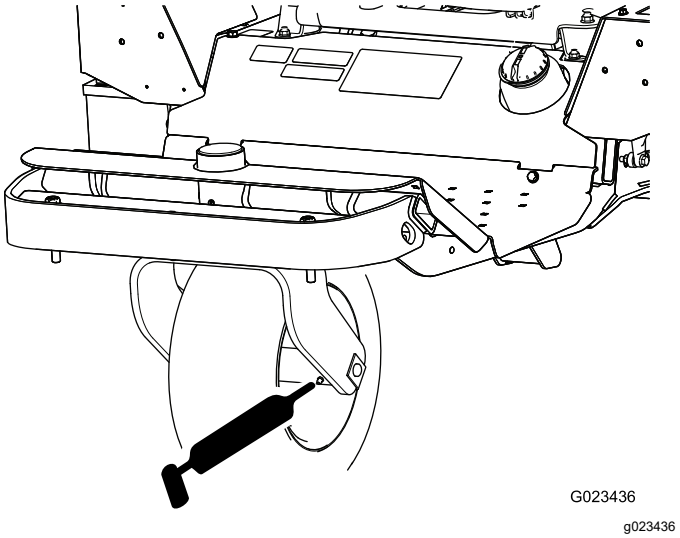

**Figuur 29**
- Lager van voorwiel (1)—(Figuur 29)